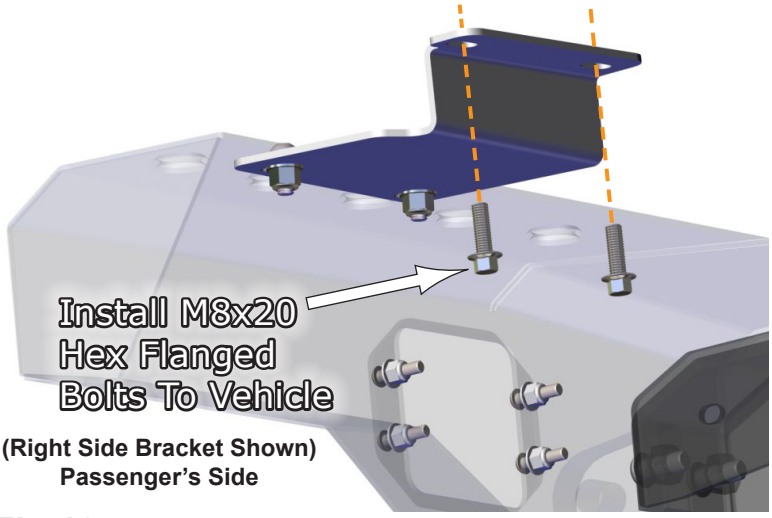

Fig.10a
10.Now you need to mount the brackets to the vehicle using the **M8x20 Hex Flanged Bolts** also provided in your kit. See **Fig.10a-b.**